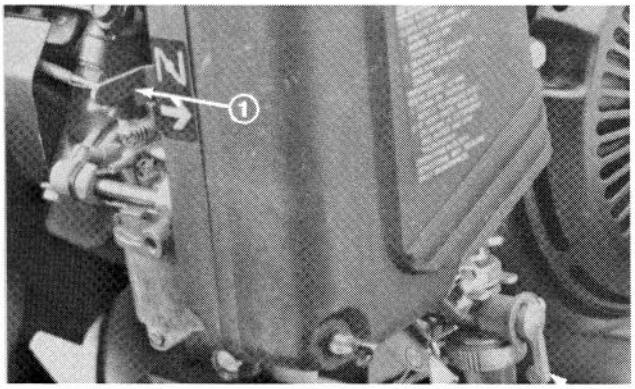

Fig. 14
Manette de starter (Fig. 14)—située à l'avant gauche du moteur. Deux positions; RUN (MARCHE) et CHOKE (STARTER). Placer le levier sur CHOKE pour démarrer à froid. Quand le moteur a démarré, ramener le levier sur RUN.
Robinet d'arrivée de carburant (Fig. 14)—situé à l'avant gauche du moteur. Deux positions: CLOSED (FERME) et OPEN (OUVERT). Placer le robinet sur CLOSED pour ranger ou transporter la machine. Le placer sur OPEN avant de démarrer le moteur.
2. Ouvrir le robinet d'arrivée de carburant (Fig. 14).
5. Tirer le starter (Fig. 14) à mi-course pour démarrer à froid. Le starter n'est pas toujours nécessaire pour démarrer à chaud.